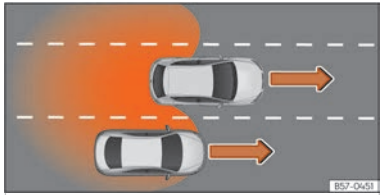

Fig. 120 Avançament al carril central i incorporació posterior al carril dret.
- Quan avanceu un altre vehicle ››› fig. 120 amb una diferència de velocitat d'aprox. 10 km/h (6 mph). Si l'avançament és considerablement més ràpid, no es mostra cap indicació.